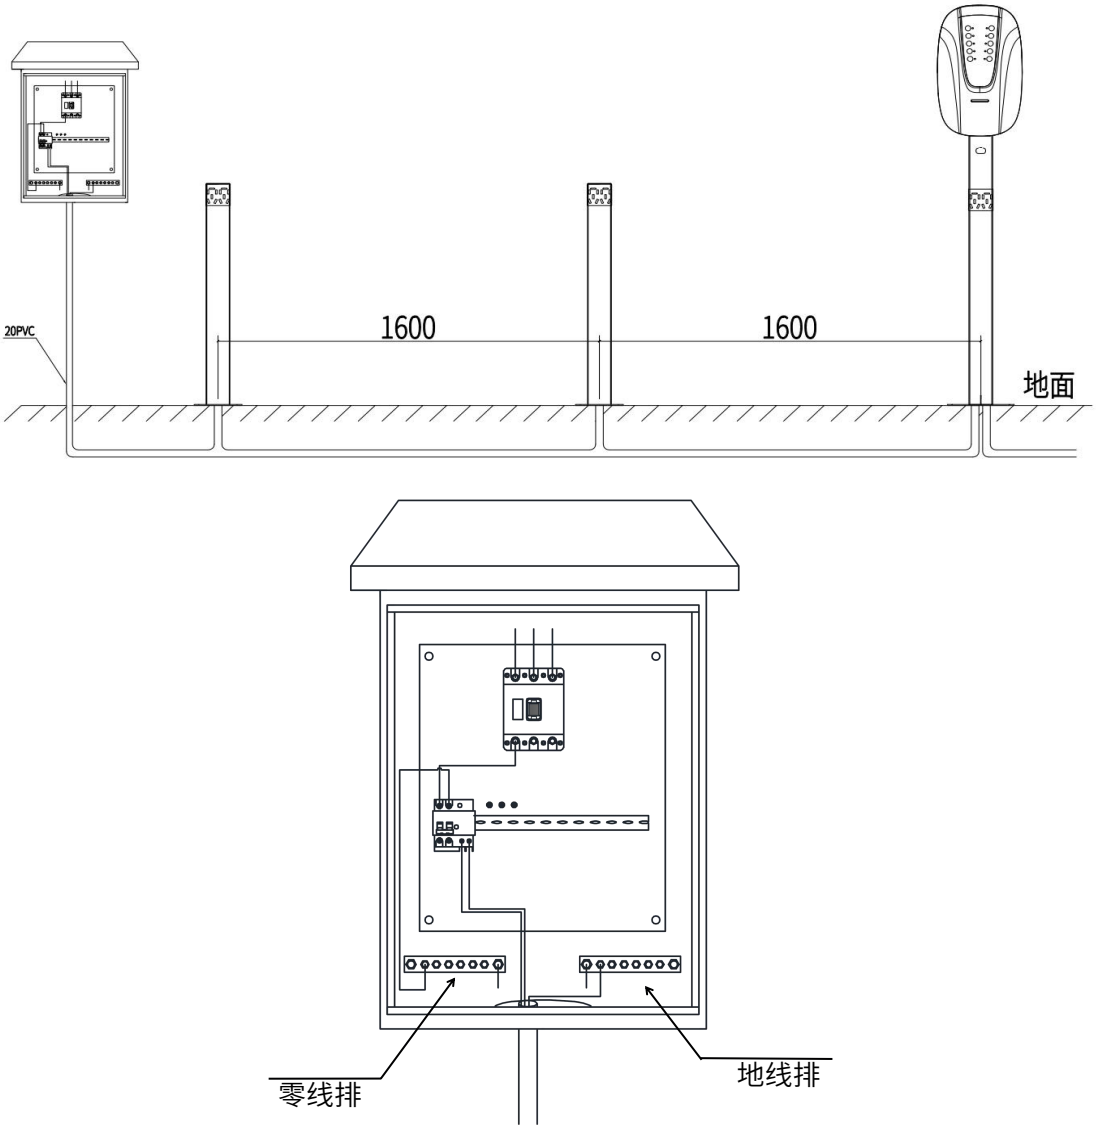

图 13
19、主线取电需从配电箱单相漏电开关接入（建议选用规格为 25A 的漏电开关），地线连接地线排，如图 13。